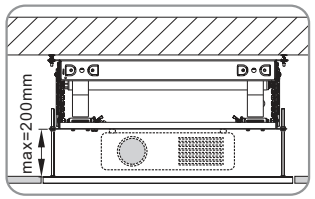

Figure22
14. Adjust the height of decorative ceiling plate depended on the actual ceiling height, and twist setscrew nut on the 200mm long screws assembled in the four corners of decorative ceiling plate.The max height is about 200mm(Figure 22).